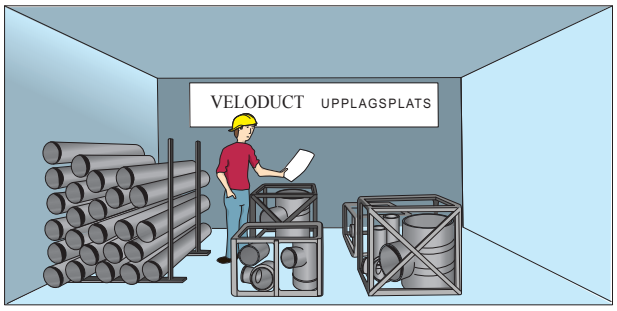

Fig. 3
2. Hämta erforderliga detaljer och rör. Se till att dessa är fria från sådana skador som kan påverka kanalsystemets täthet, till exempel hål efter borttagna nitar/skruvar i återanvända detaljer. En välordnad väderskyddad upplagsplats underlättar sökandet, minskar risken för skador och nedbringar spillet. En skylt enligt fig. 3 underlättar leverans av materiel.